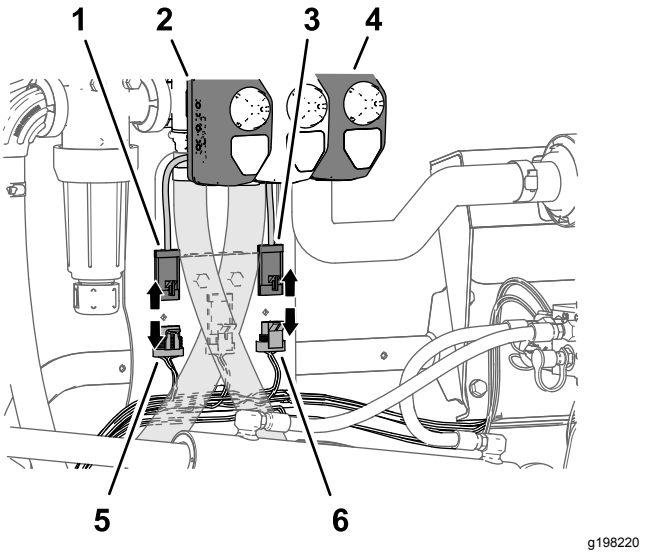

Figur 32
2. Kobl stikket med 4 sokler på maskinens ledningsnet med angivelsen REGULERINGSVENTIL fra reguleringsventilaktuatorens stik med 4 ben (Figur 32).
3. Kobl stikket med 3 sokler på maskinens ledningsnet med angivelsen HOVEDSPRØJTEVENTIL fra hovedsprøjteventilaktuatorens stik med 3 ben (Figur 32).